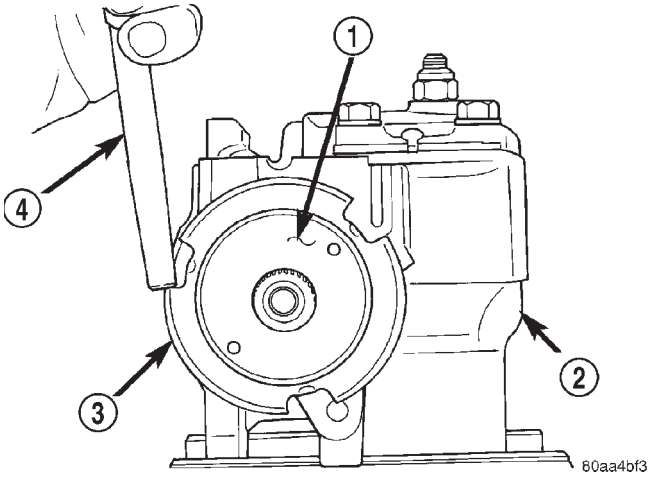

Fig. 24 Lock Nut and Adjuster Nut
(1) Remove lock nut (Fig. 24).
(2) Remove adjuster nut with Spanner Wrench C-4381.